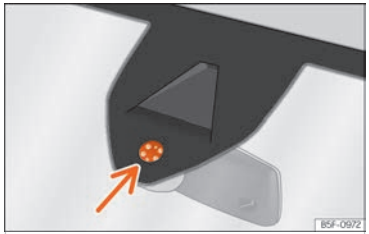

Fig. 78 Superfície sensible del sensor de pluja.
Les possibles causes d'anomalia i interpretacions errònies *a la superfície sensible* ››› fig. 78 del sensor de pluja són, entre d'altres:
- **Brutícia**: la pols seca, la cera, el recobriment dels vidres (efecte lotus) o les restes de detergent (túnel de rentat) poden reduir l'efectivitat del sensor de pluja o fer que reaccioni més tard, més a poc a poc o que no funcioni. Netegeu regularment la superfície sensible del sensor de pluja ››› fig. 78 (fletxa) i comproveu possibles danys en les escombretes.